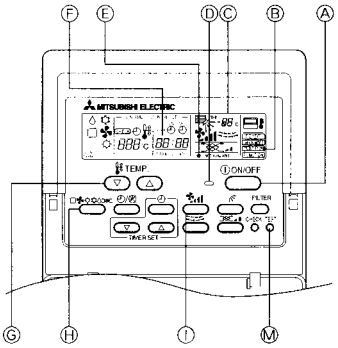

Fig. 10-1
10.2.1. Using wired remote controller (Fig. 10-1)
① Turn on the power at least 12 hours before the test run.
② Press the [TEST] button twice. ➡ "TEST RUN" liquid crystal display
③ Press the [Mode selection] button. ➡ Make sure that wind is blown out.
④ Press the [Mode selection] button and switch to the cooling (or heating) mode.